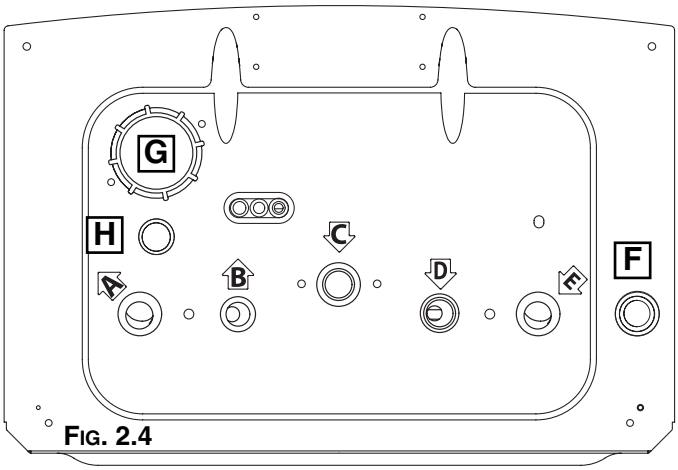

Fig. 2.4
2.5.2. Position the appliance on the hanging bracket and connect the connection kit to the boiler connections. (see also Sections 2.7 Gas Connections, 2.8 Water Connections & Fig. 2.4).
A flexible hose is supplied for connection to the condensate discharge point H (Fig. 2.4). The condensate discharge hose from the boiler must have a continuous fall of 2.5° and must be inserted by at least 50 mm into a suitable acid resistant tundish / pipe - e.g. plastic waste or overflow pipe. The condensate discharge pipe must have a continuous fall and preferably be installed and terminated within the building to prevent freezing.